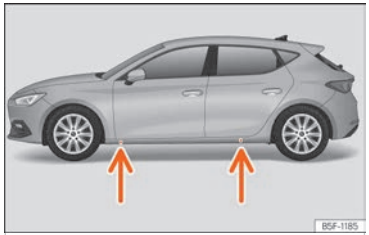

Fig. 244 Punts de suport del gat.
- Cerqueu al llarguer la marca del punt de recolzament del gat (zona enfonsada) més proper a la roda a canviar ››› **fig. 244**.